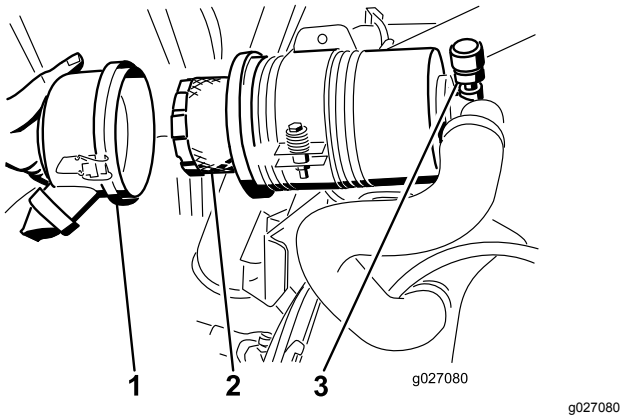

**Figur 53**
5. Ta ut og skift ut filteret (Figur 53).